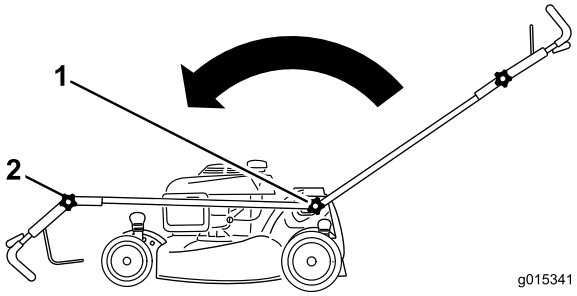

Figur 40
1. Løsne begge knottene på håndtaket som fester det til chassiset til du kan bevege håndtaket fritt (Figur 40).
2. Flytt håndtaket fremover som vist i Figur 40.
3. Løsne knotten for det øvre håndtaket og fold sammen det øvre håndtaket som vist i Figur 40.